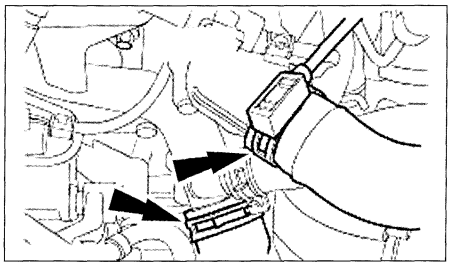

FIG. 41
• Aflojar la tuerca y las abrazaderas de fijación y desmontar el conducto de salida del intercambiador de aire (8).
- los manguitos de refrigeración de la caja de termostato y del tubo de distribución de líquido de refrigeración (fig. 41).